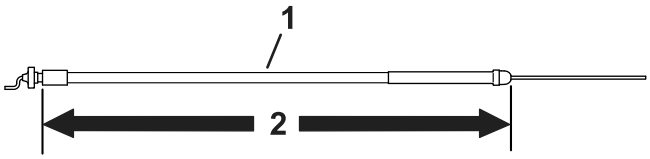

Figuur 6
- Gebruik de gaskabel die 172,2 cm lang is voor een model 04056 tractie-eenheid, zie Figuur 6.